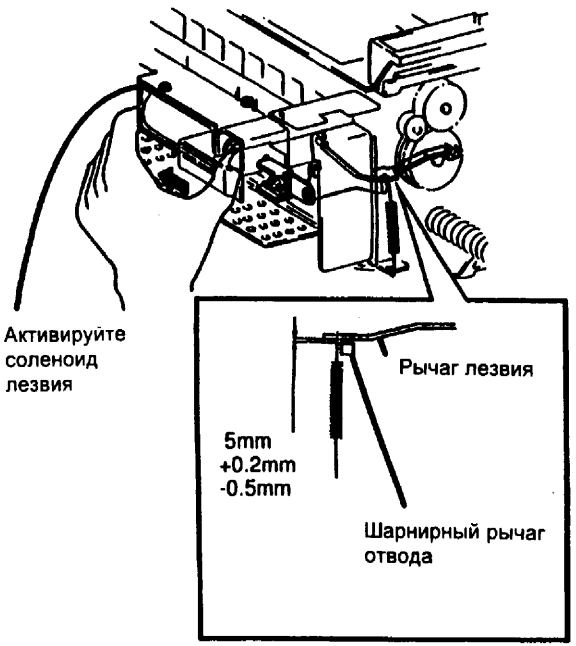

Рис. 1 Проверка шарнирного рычага отвода
3. (Рис. 1) Вручную активизируйте соленоид лезвия. Проверьте просвет между рычагом лезвия и шарнирным рычагом отвода.